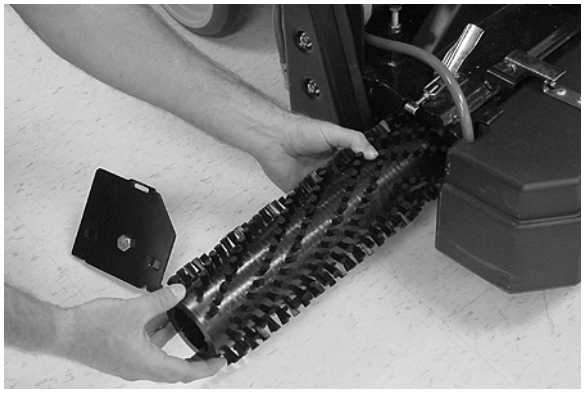

FIG. 33
4. Retirez les fibres de moquettes et les débris enroulés sur les brosses (Figure 33). Remplacez les brosses si elles sont usées. Pour déterminer à quel moment les brosses usées doivent être remplacées, observez l'indicateur de pression des brosses.